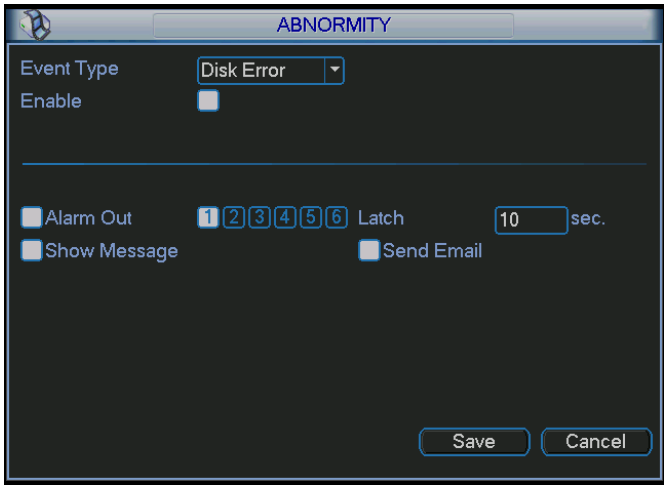

Figure 5-46
- Alarm set: Click alarm set button, the interface is shown as below. See Figure 5-46. (This interface is just like the abnormity setup). Please refer to chapter 5.5.2 for detailed information.